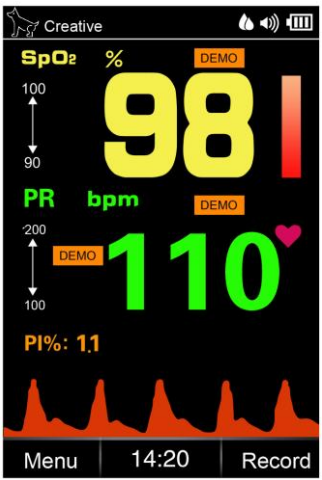

Figura 4.10J Modalità demo
- Demo: Accede alla modalità Dimostrazione, come mostrato nella figura 4.10J.